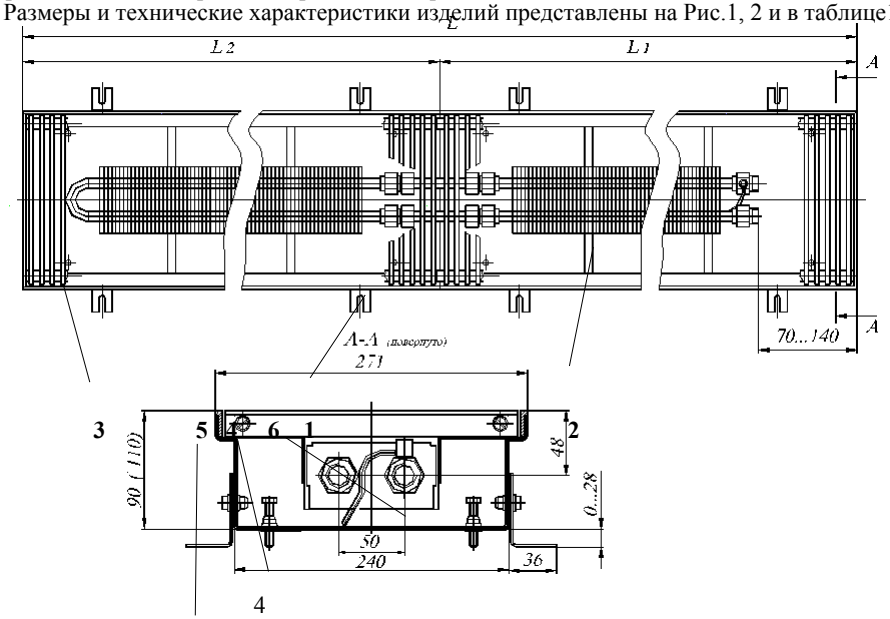

Рис. 1 Конвектор КРК 27.09(11).310…600 концевой
Конвекторы имеют (см. рис.1,2):
4.2 Размеры и технические характеристики изделий представлены на Рис.1, 2 и в таблице1,2 .
5.5 После соединения теплового пакета с трубопроводами и запуске системы отопления, при необходимости, выполнить удаление воздуха. Для этого свободный конец пластиковой трубки воздухоспускного клапана 6 (см. рис.1) опустить в заранее приготовленную емкость для слива воды. Ключом отвернуть клапан на 0,5-1,5 оборота. После